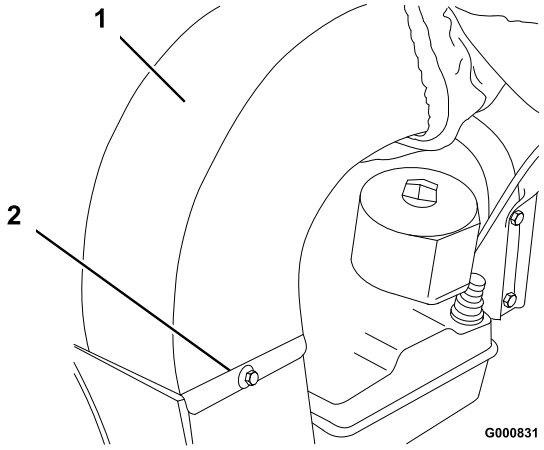

Bild 8
1. Montieren Sie den Auswurfkanal mit einer Schraube (1/4 x 1/2 Zoll) und Sicherungsscheibe (1/4 Zoll) (Bild 8).